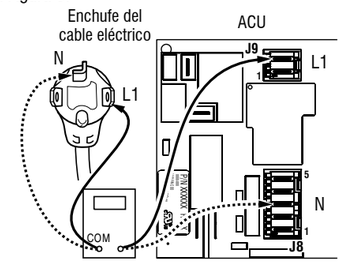

Figura 5: Conexiones entre enchufe y terminal para la secadora eléctrica
4. Con un ohmímetro, verifique la continuidad entre los terminales de enchufe L1 y N del cable eléctrico con los terminales L1 y N en el ACU. Consulte la Figura 5.